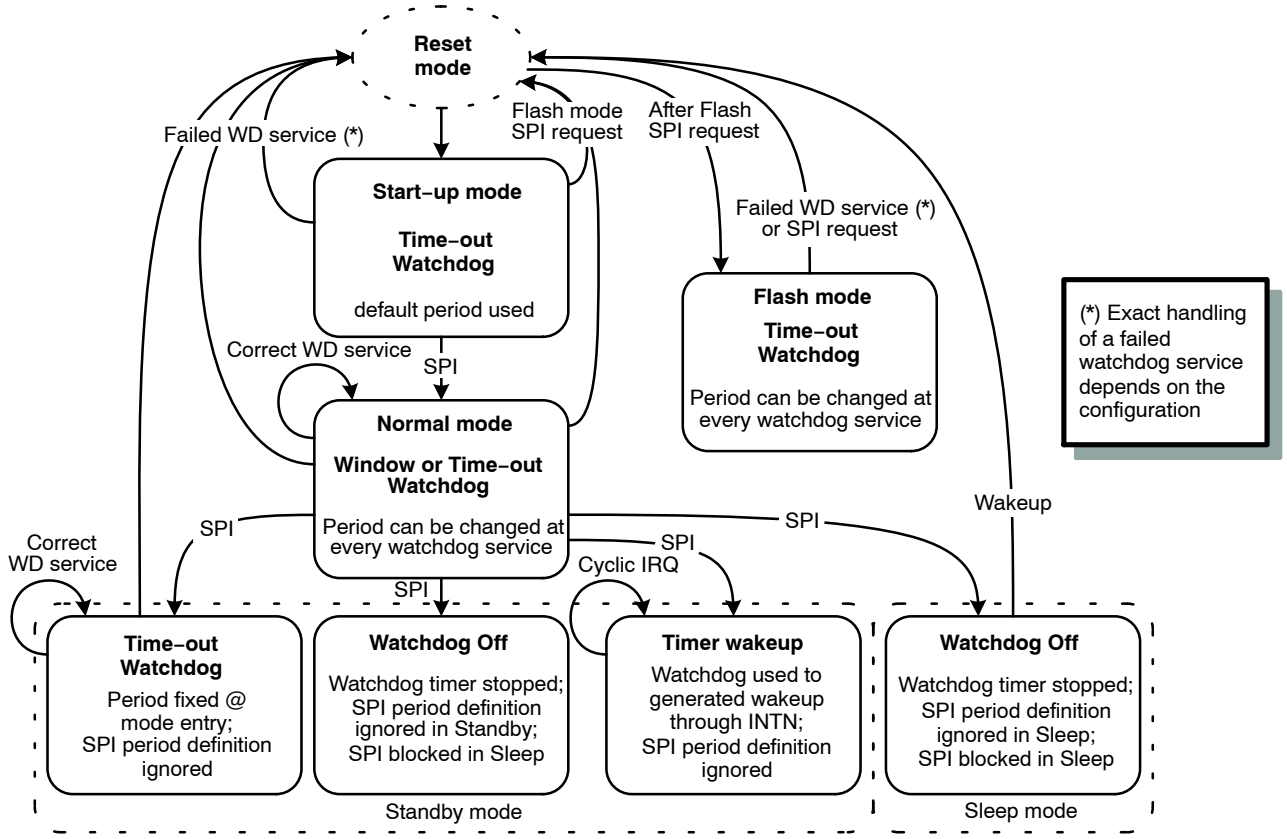
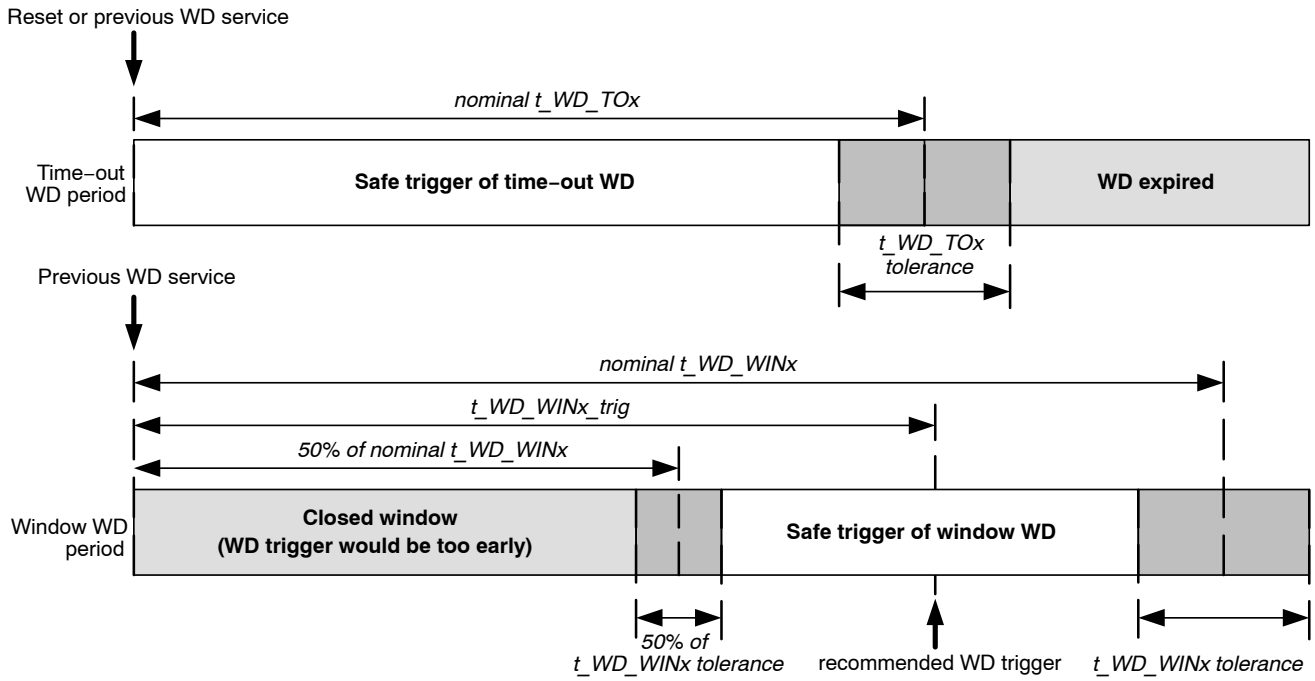

Figure 14. Watchdog Modes
Figure 15. Structure of the Time−out and Window Watchdog Period
The available modes of the watchdog timer are shown in Figure 14, with the watchdog period specified in Figure 15:
- The watchdog trigger moment falls into the correct watchdog trigger interval (see Figure 15) – in the case of the time−out watchdog, it arrives before the watchdog period expires; in the case of the window watchdog, it arrives during the second half of the window interval. In both cases, tolerance of the watchdog timing parameters shall be taken into account.